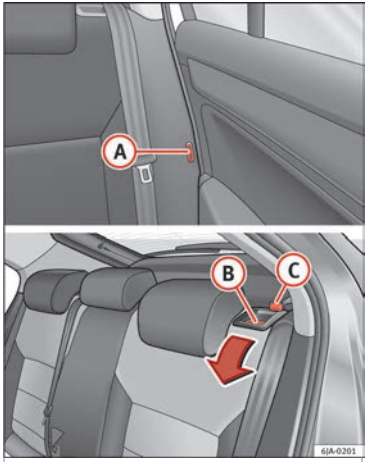

Fig. 146 Unlocking the backrest.
– Insert the seat belt latch plate into hole (A) ››› **Fig. 146** located on the corresponding side of the vehicle – safety position.
– Press the lock button (B) to unlock the backrest and fold it forward.